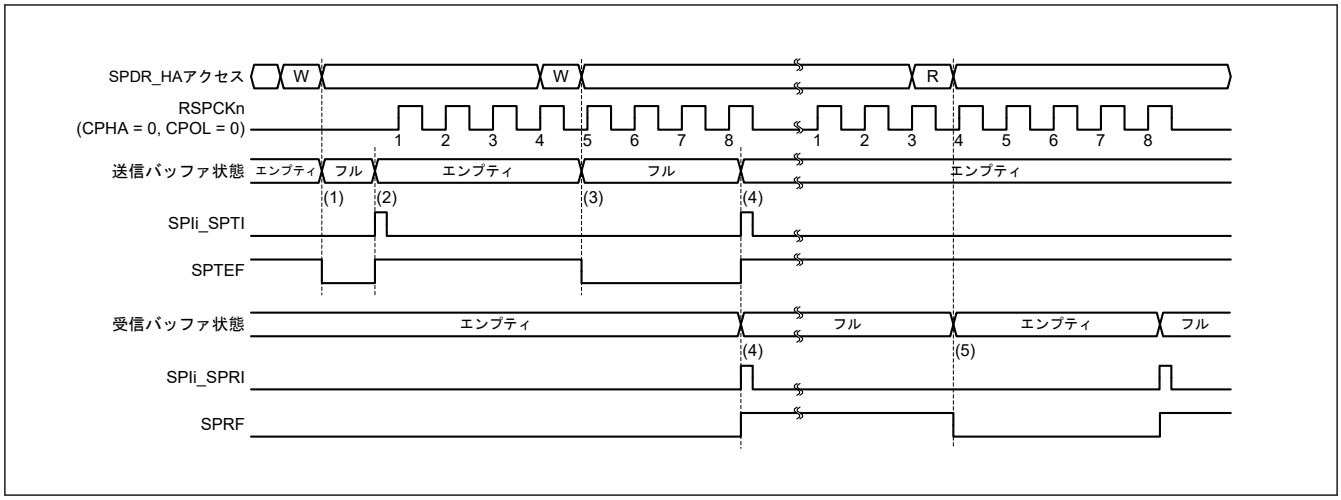
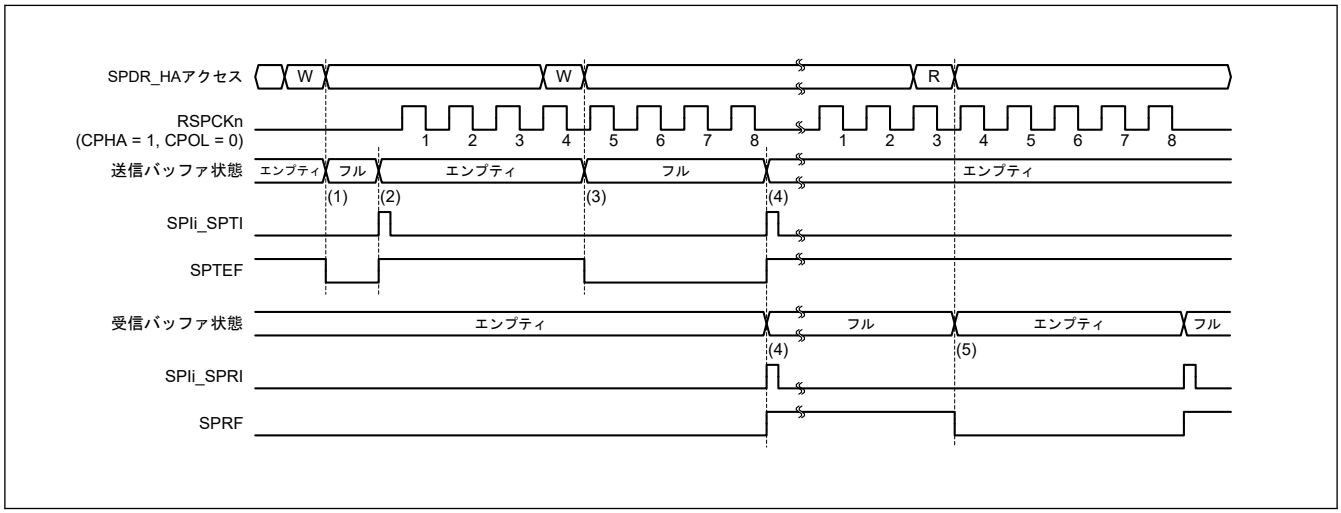

図 30.29　SPIi_SPTI、SPIi_SPRI 割り込みの動作例（CPHA = 0、CPOL = 0）
図 30.30　SPIi_SPTI、SPIi_SPRI 割り込みの動作例（CPHA = 1、CPOL = 0）
図 30.29 および図 30.30 に、送信バッファエンプティ割り込み (SPIi_SPTI) と受信バッファフル割り込み (SPIi_SPRI) の動作例を示します。図 38.26 および図 38.27 に記載した SPDR レジスタアクセスは、SPDR_HA レジスタへのアクセス状況を示しています。W は書き込みサイクル、R は読み出しサイクルを示しています。図 30.29 では、SPCR.TXMD ビットが 0、SPDCR.SPFC[1:0]ビットが 00b、SPCMDm.CPHA ビットが 0、SPCMDm.CPOL ビットが 0 の設定で、SPI が 8 ビットのシリアル転送を実行しています。図 30.30 では、SPCR.TXMD ビットが 0、SPDCR.SPFC[1:0]ビットが 00b、SPCMDm.CPHA ビットが 1、SPCMDm.CPOL ビットが 0 の設定で、SPI が 8 ビットのシリアル転送を実行しています。RSPCKn 波形の下に記載した数字は、RSPCK サイクル数（= 転送ビット数）を示しています。
以下に、図 30.29 および図 30.30 の (1)～(5) での SPI の動作内容を説明します。